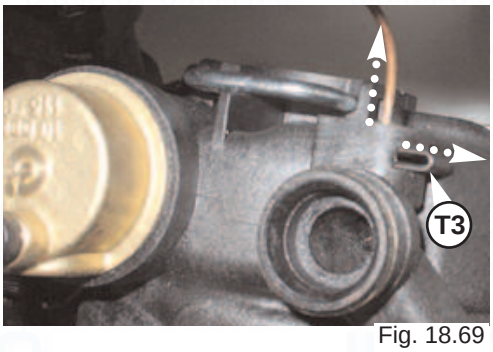

Fig. 18.69
6. Pull the pump toward you and remove the clip "**T3**" securing the pressure gauge *(see Fig. 18.69);*